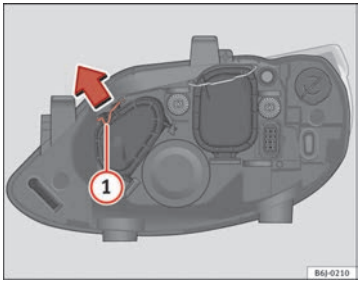

Fig. 154 Main beam headlights
– Move the loop (1) in the direction of the arrow and remove the cover ⇒ Fig. 154.